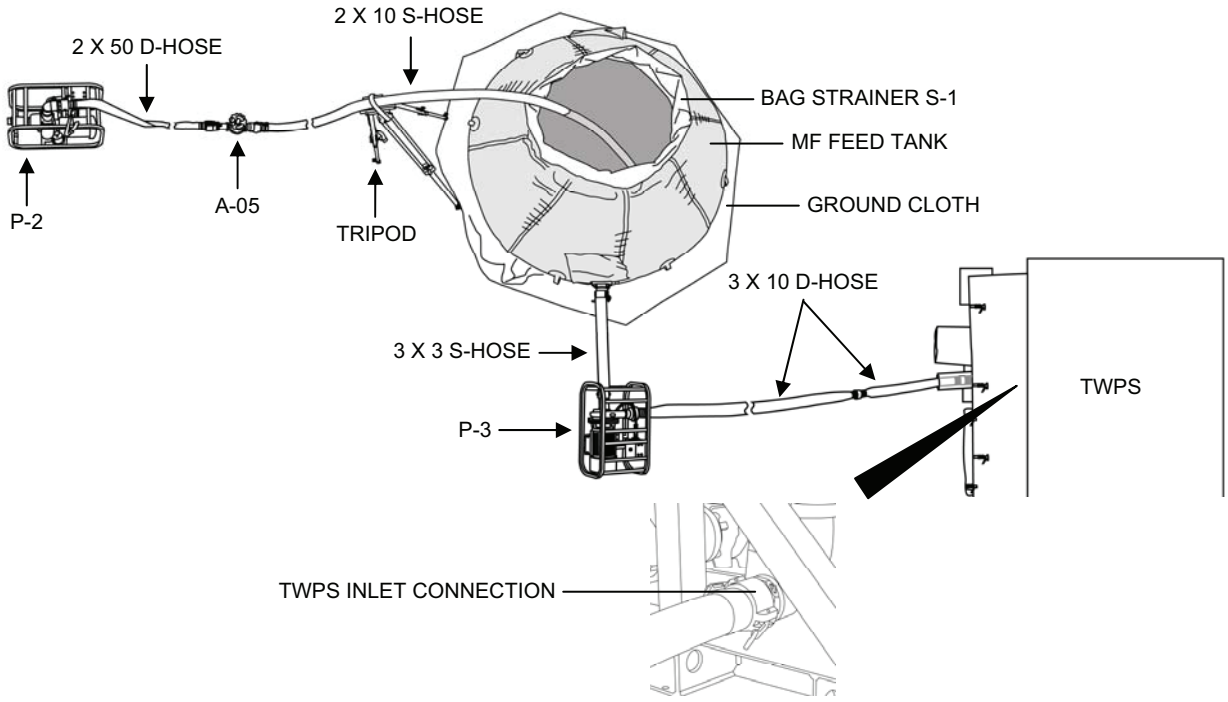

Figure 7. MF Equipment Deployment.
Deploy the MF system equipment as follows: (Figure 7)
h. Move Motor-Driven MF Feed Pump Skid P-3 roughly in place as shown in Figure 7.
2. Connect the hoses as follows (Figure 7):
c. Connect one or two 3 in. x 10 ft., green-banded discharge hose to the raw water inlet connection at the TWPS and to the discharge outlet of the MF feed pump (Figure 7).